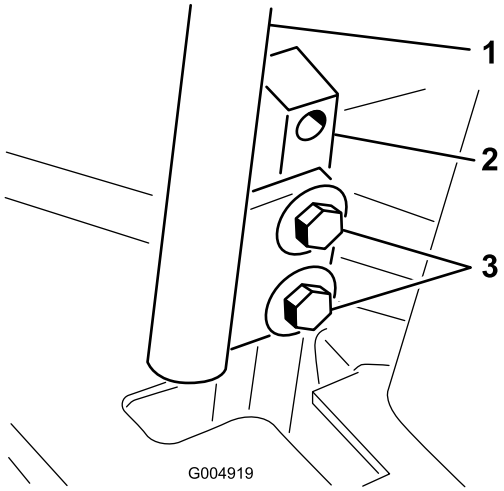

Figur 64
3. Løsn boltene, der fastgør bevægelseshåndtagene (Figur 64).